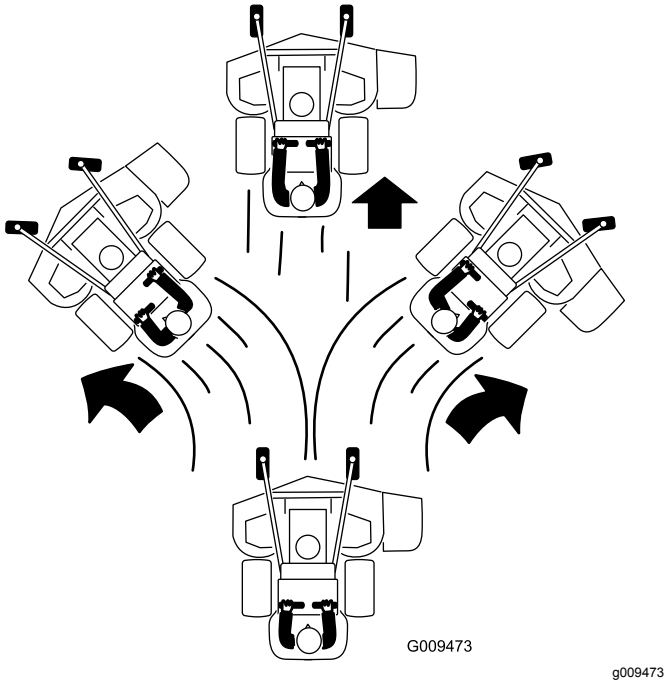

Figur 19
4. För långsamt rörelsereglagespakarna framåt (Figur 19).